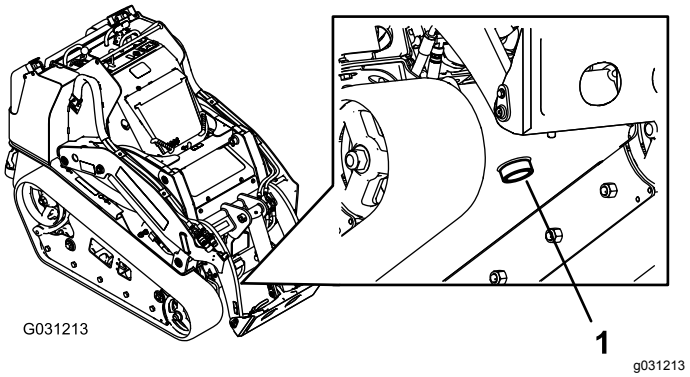

**Figuur 74**
7. Plaats een grote opvangbak geschikt voor 57 liter onder de aftapplug aan de voorzijde van de machine (Figuur 74).
8. Verwijder de aftapplug zodat de olie in de opvangbak kan lopen (Figuur 74).